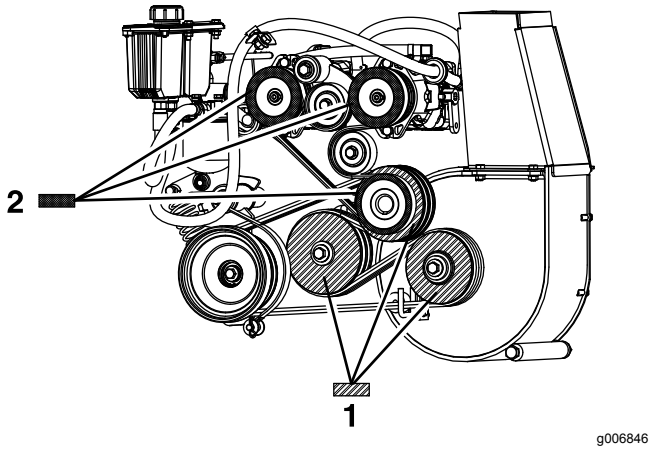

Figur 64
8. Utgå från blåsarens remskiva när du ska mäta och flytta motorn och mellanaxeln tills alla tre remskivornas baksidor är i linje inom 0,8–1,6 mm (Figur 64).
4. Använd en riktskena och rikta in varje pumpskiva efter motorremskivan genom att skjuta pumpskivan längs pumpaxeln (Figur 64).